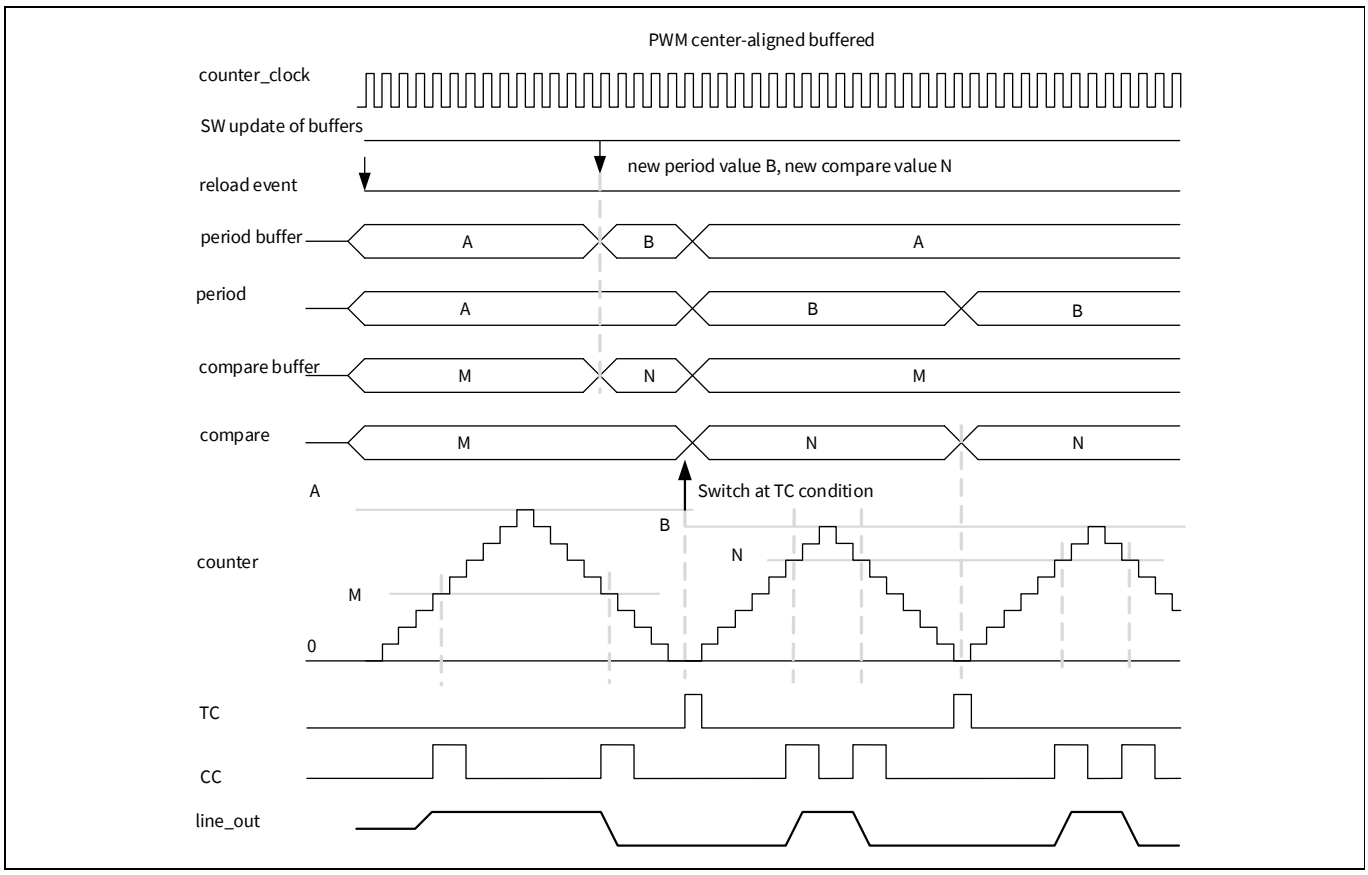

**Figure 19-12. Timing diagram for center aligned PWM**
**Figure 19-12** illustrates center-aligned PWM with buffered period and compare registers (up/down counting mode 0).